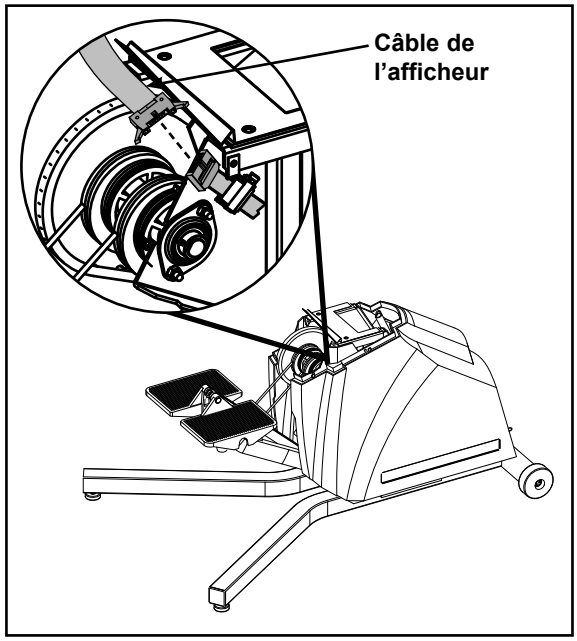

Figure 4
B. Branchez le câble de l'afficheur du bas du montant de l'afficheur (n° 2) à l'extrémité du câble de l'afficheur située sur le châssis du socle (n° 1). Assurez-vous que le connecteur de câble se bloque en place. Reportez-vous à la figure 4.